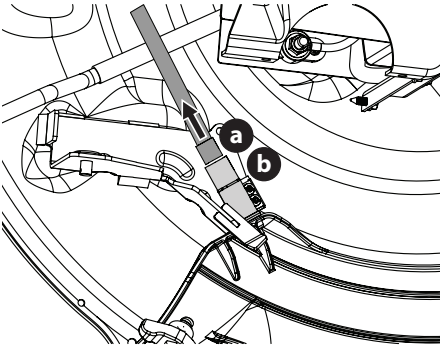

Figure 20
6. Débranchez le connecteur (a) de l'interrupteur de sécurité (b) à l'arrière de l'ouverture du déflecteur d'éjection (Figure 20).
3. Branchez le connecteur (a) dans l'interrupteur de sécurité à l'arrière de l'ouverture du déflecteur d'éjection (Figure 20).
NOTE : Assurez-vous de rebrancher correctement le connecteur à l'interrupteur de sécurité (Figure 20), sans cela l'appareil ne fonctionnera pas.